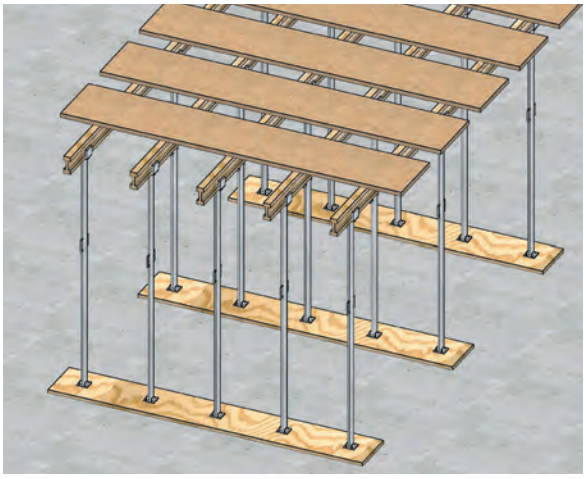

Fig. 1 : Pose et mise à niveau des planches ou bastaings
- planches ou bastaings, cloués provisoirement sur les poutrelles primaires (fig. 1),